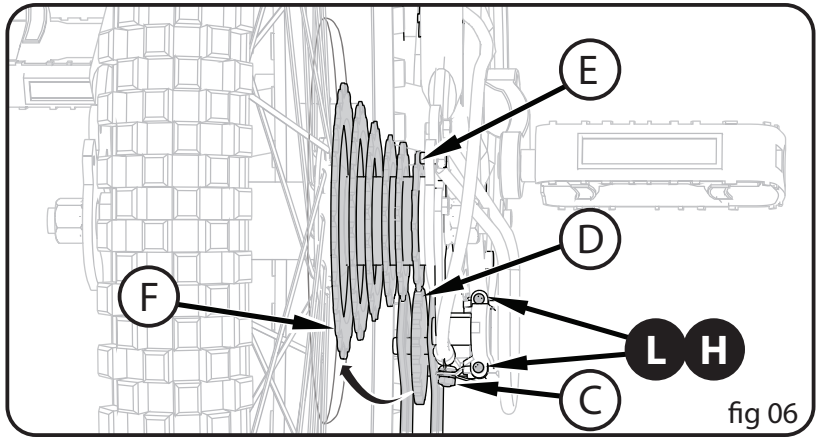

fig 06
- Turn the "low" adjusting Screw Ⓛ so the Jockey Roller is exactly below the largest rear sprocket. (**fig 06**)
- Turn the "high" adjusting Screw Ⓗ so the Jockey Roller Ⓓ is in line with the outside edge of the smallest rear Sprocket Ⓔ (**fig 06**)